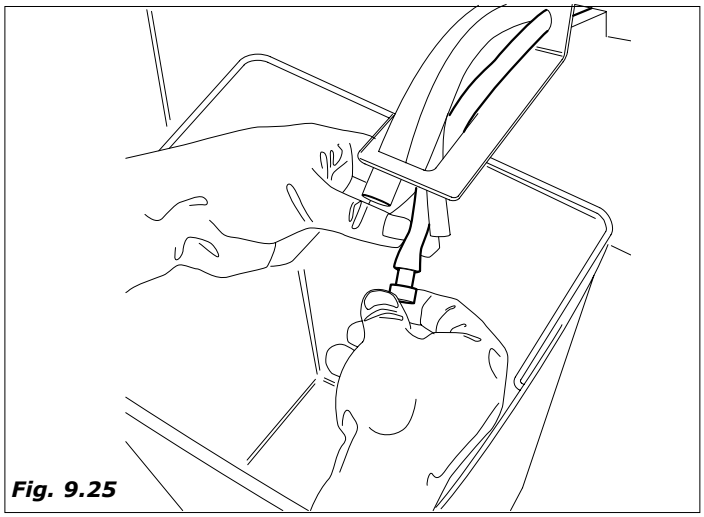

Fig. 9.25
– esvaziar completamente a caldeira soluveis e o tanque flutuantes, tirando a tampa situada sobre o tubo ao longo do conduto descarga. Remontar a tampa depois do esvaziamento. *(Fig.9.25)*.